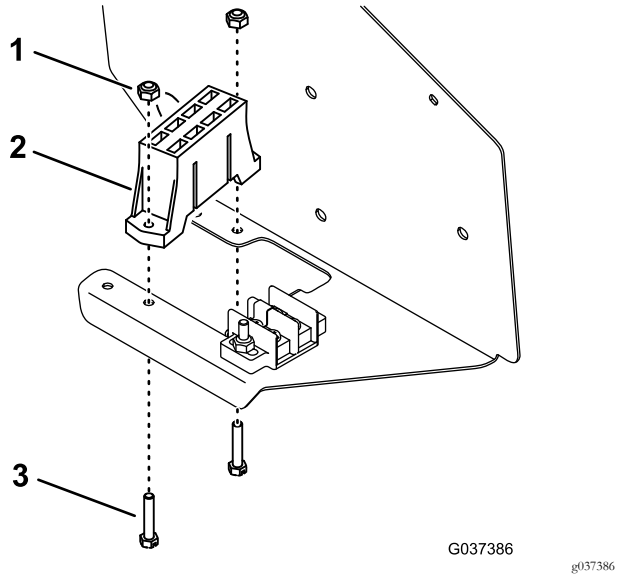

図 9
5. コントロールパネルアセンブリ底部既存のヒューズブロックの隣にヒューズブロックを取り付けるねじ2本とロックナット2個を使用 図 9。
注 図 9に示すように、ねじはパネルの下側から取り付ける。